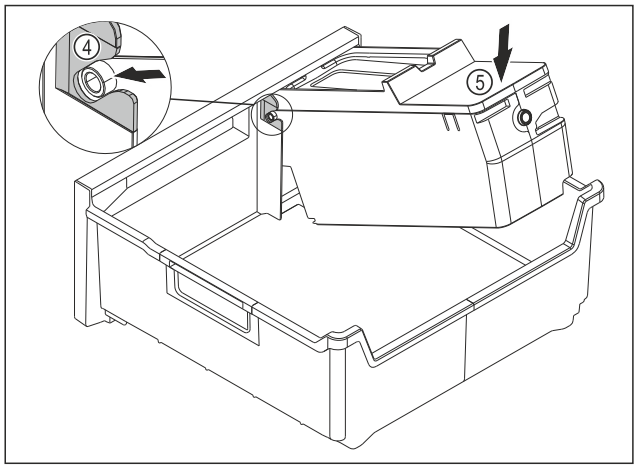

Fig. 114
▶ Installing the EasyTwist-Ice body: Push the axes for the EasyTwist-Ice body into the guides *Fig. 114 (4)*.
▶ Press the EasyTwist-Ice body *Fig. 114 (5)* down at the back.